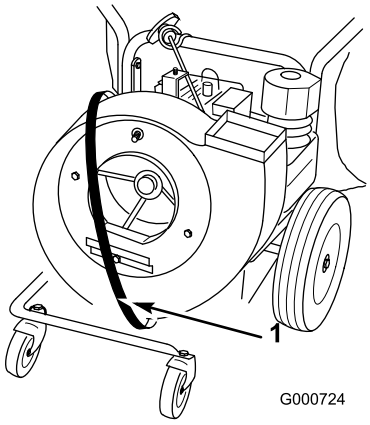

Figuur 35
10. Leg de nieuwe riem rond het ventilatorhuis (Figuur 35).